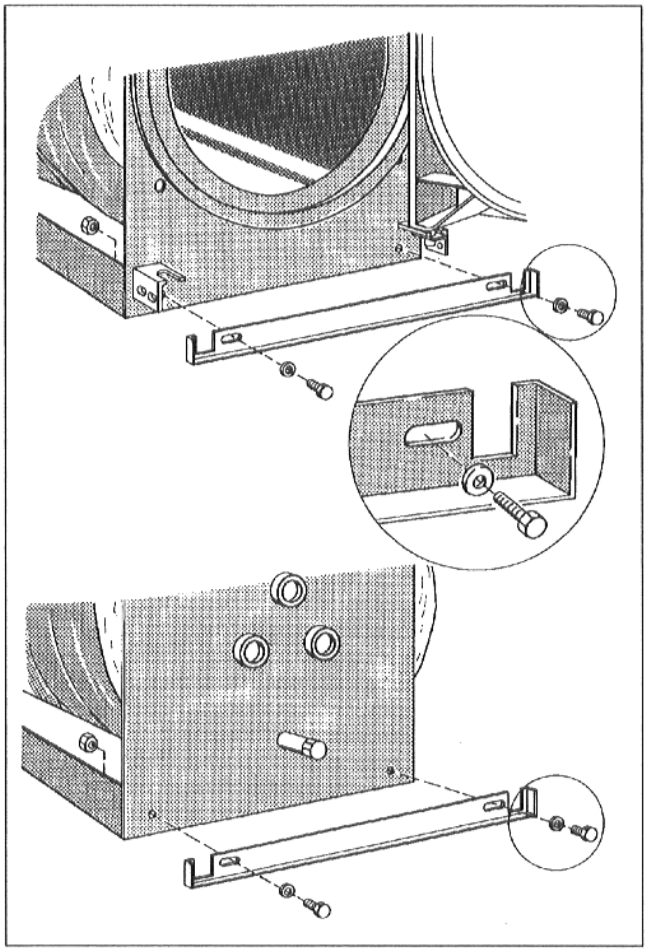

Рис. 8
- Привинтить траверсы внизу, спереди и сзади к передней стенке котла, использовав по 2 комплекта винтов с шестигранной головкой, шайб и гаек (Рис. 8).